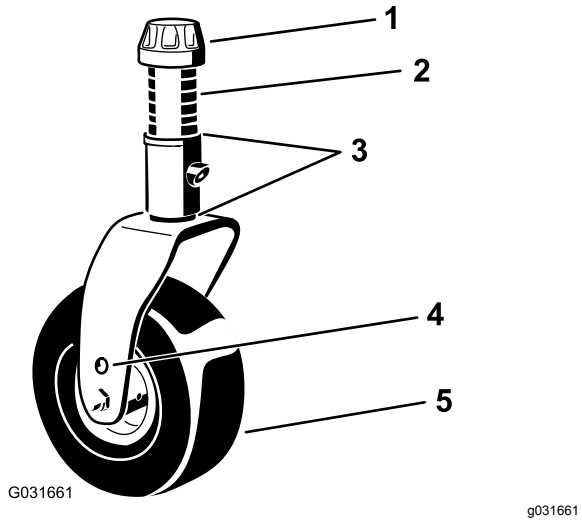

Figur 34
4. Lossa och ta bort spännlocket från svänghjulsspindelns axel med hjälp av den medföljande nyckeln för svänghjulslocket och skjut sedan ut svänghjulsaxeln ur svänghjulsarmen (Figur 34).
7. Montera mellanläggen (så som de satt från början) och de återstående distansbrickorna på axeln (Figur 34).
8. Montera spännlocket och dra åt det med den medföljande nyckeln för svänghjulslocket för att säkra enheten (Figur 34).